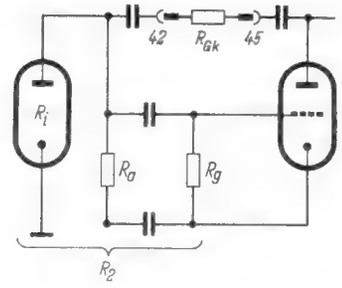

Bild 18. Spannungsgegenkopplung der Endstufe (vereinfacht)
4. Widerstände von 1,2 und 5 MΩ zwischen 42 und 45 einschalten. Es entsteht nach Bild 18 eine Spannungsgegenkopplung in der Endstufe. Die beiden 10 000-pF-Schutzkondensatoren sind gegenüber R_{GK} zu vernachlässigen und beeinflussen Rechnung und Messung nicht. Die normale Spannungsverstärkung der Endstufe beträgt: